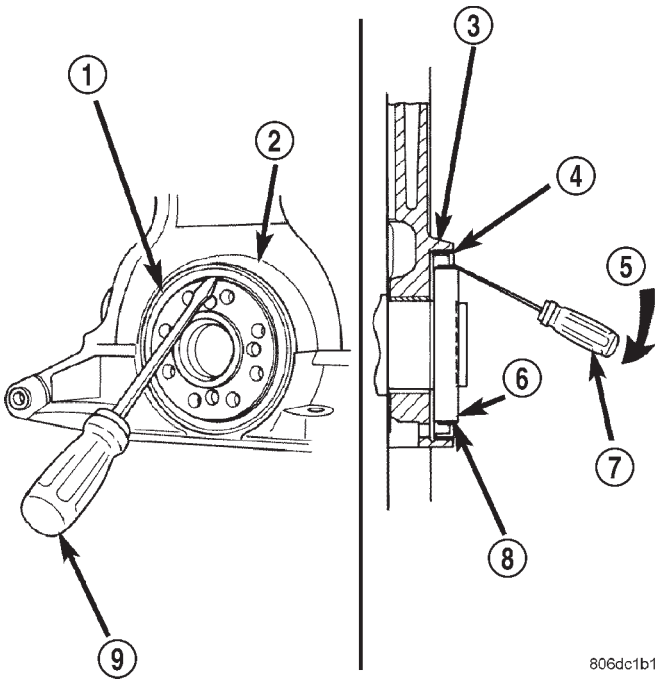

Abb. 89 Hinterer Kurbelwellendichtring—Ausbau
(1) Getriebe ausbauen. Näheres hierzu siehe Kapitel 21, “Getriebe”.
(2) Mitnehmerscheibe ausbauen. Näheres hierzu siehe Hinweise in diesem Abschnitt.
(3) Schraubendreher mit flacher (3/16) Klinge zwischen der Staubschutz-Dichtlippe und dem Metallgehäuse des Kurbelwellendichtrings ansetzen. Mit dem Schraubendreher in Richtung Metallgehäuse des Dichtrings drücken und Dichtring heraushebeln (Abb. 89).